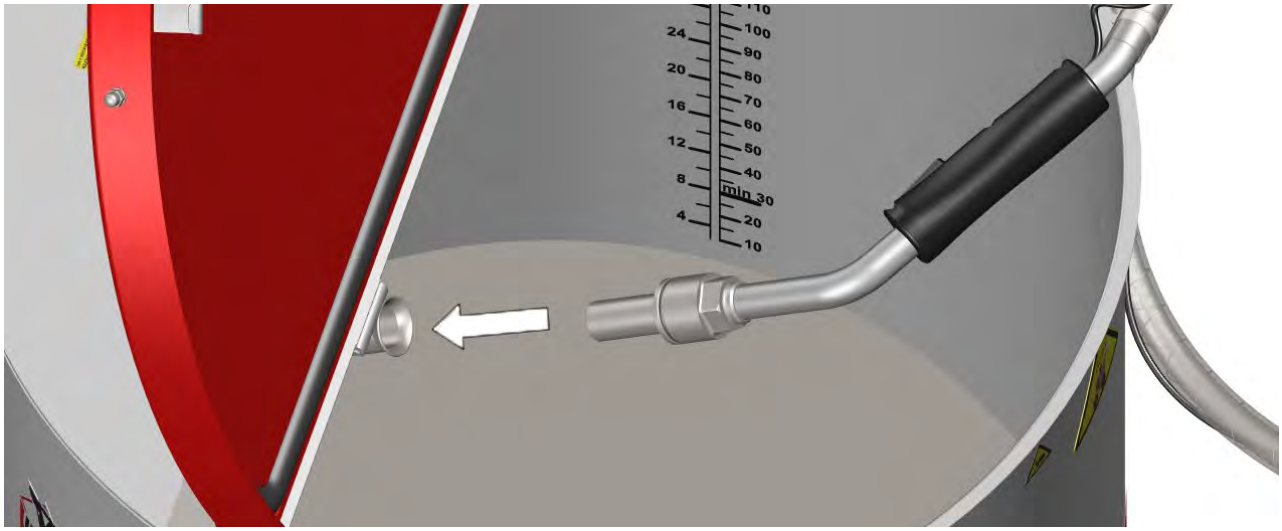

Imagen 26: Inserte la pistola dosificadora en el dispositivo de enjuague
1. Introduzca la pistola dosificadora en el dispositivo de enjuague (véase en Imagen 26: Inserte la pistola dosificadora en el dispositivo de enjuague).